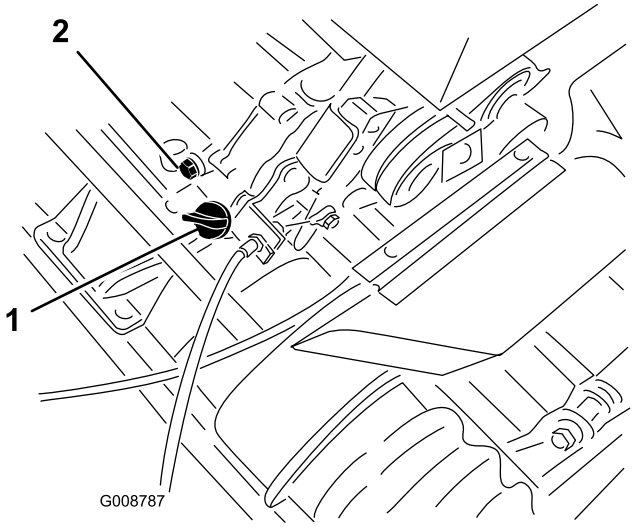

Figur 22
1. Placera klipparen så att motorn står plant och gör rent runt oljestickan (Figur 22).
2. Ställ en avtappningsskål under avtappningspluggen baktill på maskinen (Figur 22).